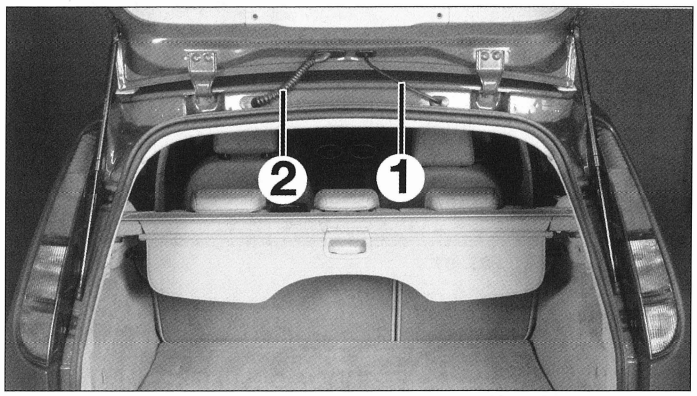

FIG. 69
- el tubo de lavaparabrisas (1) **(fig. 69)**.
- el conector (2).